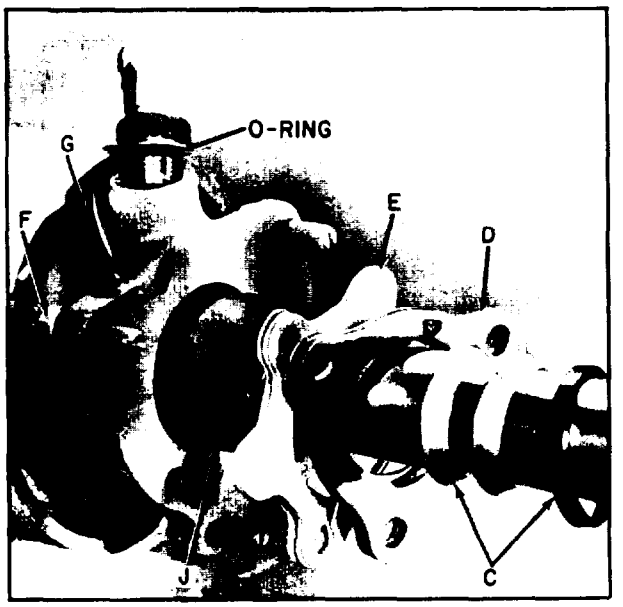

Figure 5-162. Gland Details
c. See figure 5-162 for gland details and loosen gland bolts (F), using suitable wrench. Then, using a screwdriver, rotate each bolt until head is against gland assembly.
g. Install shims (E, figure 5-162) provided in repair kit, and install shim retainer (d).
After the machine has been in service with the tilt cylinder in use, you may want to remove shims (E) (Fig. 5-162) to increase pressure on packings, preventing cylinder leakage.
h. Install rod wipers (C). Install wiper retainer (B) and fasten with screws and washers (A).